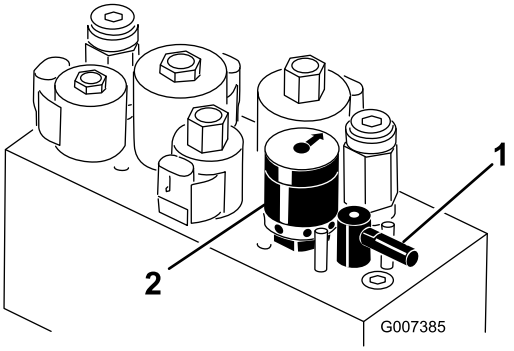

Figur 58
5. Drei slipespaken til stillingen "R" (Figur 58).
6. Drei spolehastighetskontrollen til posisjon 1 (Figur 58).